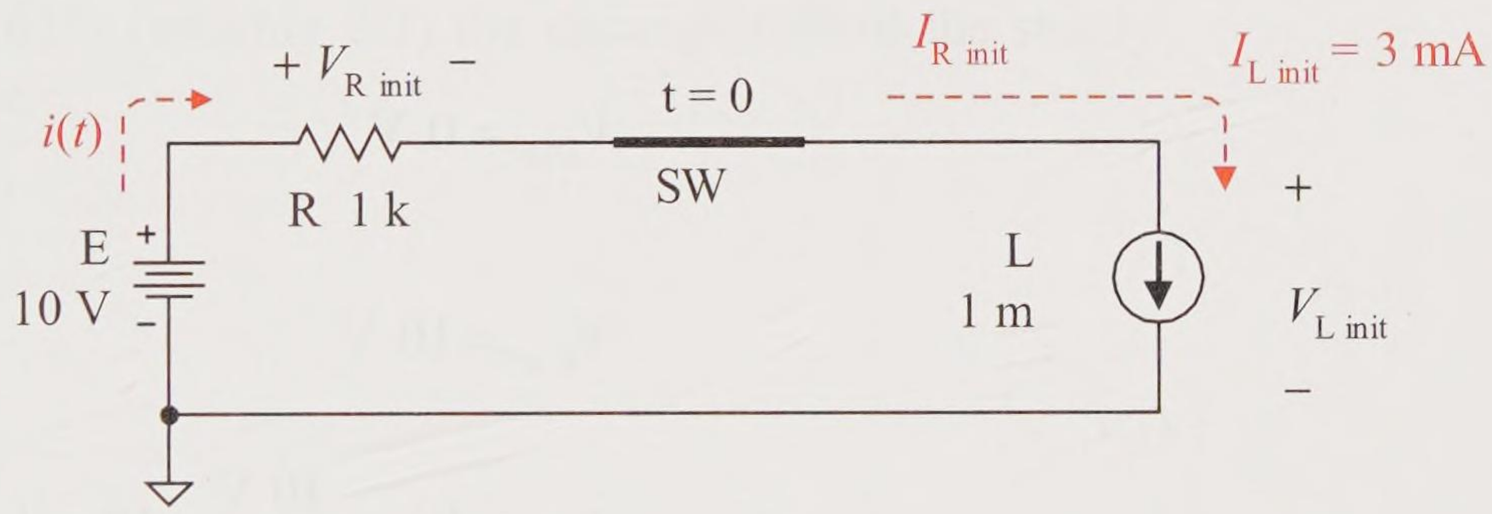

Figure 16-24(b) Initial circuit for example
3. Model the *initial circuit* and find the initial inductor current and voltage drop. To model the inductor, go back to step 1. The inductor is energized and has an equivalent current of 3 mA flowing just before the switch is closed. The current in the inductor must initially be 3 mA, since the inductor resists a change in current. Thus, the inductor is modeled as a current supply. Draw the modeled circuit as shown in Figure 16-24(b). The switch is closed (short) and the inductor is modeled as a 3 mA current supply.